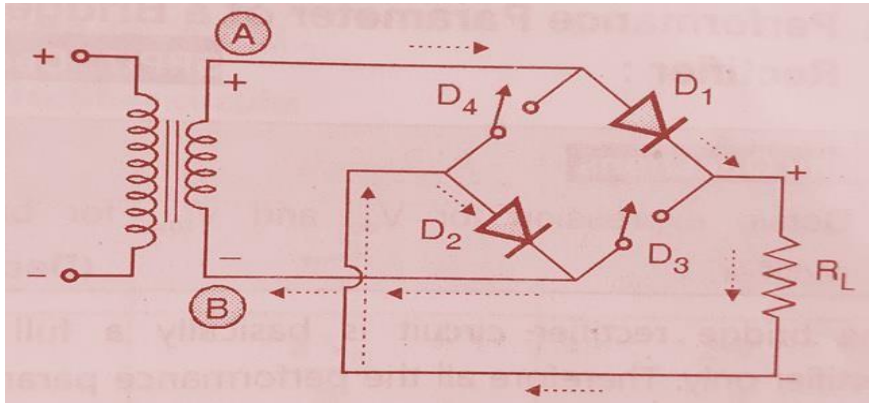

Figure 2: Bridge (FWR) operation in positive half cycle
- Hence diodes D1 and D2 are forward biased (act as closed switches) and D3 and D4 are reverse biased (act as open switches) as shown in Fig2. The load current starts flowing from A, through diode D1 and D2, load resistance RL and back to point B as shown in Fig.2